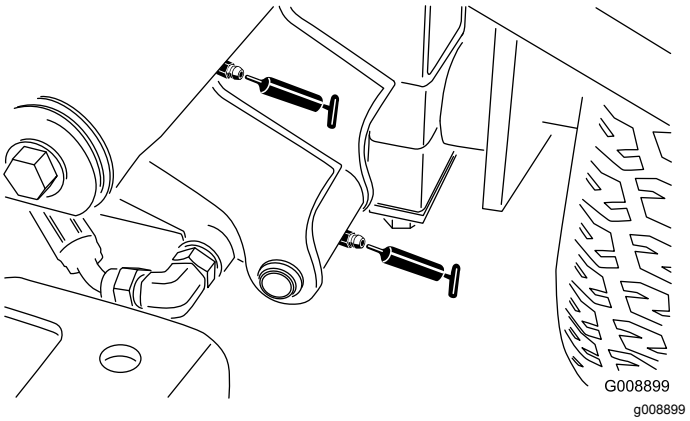

Figur 54
- Venstre fremre løftearmstapp og løftesylinder (2) (Figur 54)